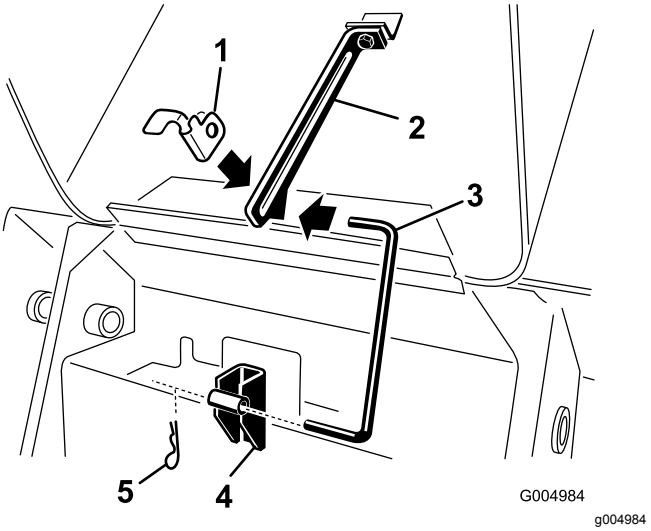

**Figur 41**
4. Dra ut hårnålssprinten från den nedre änden på huvens stötta och dra ut stöttan ur fästkonsolerna och fliken för stöttan (Figur 41).
8. Montera stöttan i fästkonsolerna och fliken för stöttan och säkra den med hårnålssprinten (Figur 41).